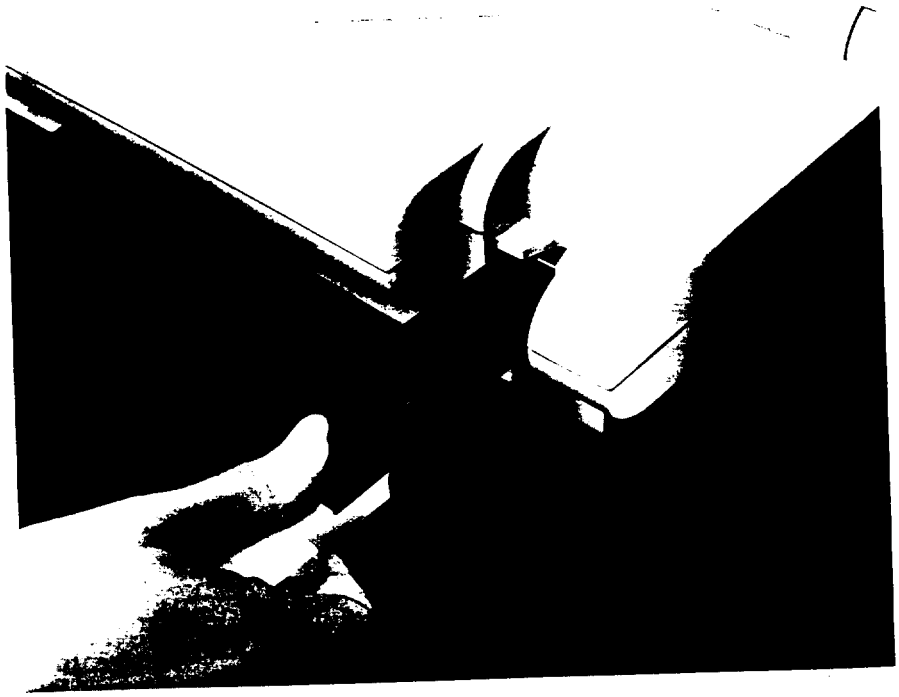

Figure 6-4
5. **To replace the feed table insert in the feed table:** Hold the feed table insert in the same manner as when it was removed (holding it by the end opposite the calibration chip). With the front end angled upwards, insert the calibration chip end about midway onto the feed table (Figure 6-3). Slide the insert in while lowering the front end until the insert is laying flat against the table and resistance is felt. Then place the thumb against the front edge of the insert and two fingers against the underside of the feed table. Apply a counter-pressure to the feed table while pressing the insert firmly inward (Figure 6-4). The insert is properly positioned in the feed table when the front edge is flush with the retaining rails of the feed table.